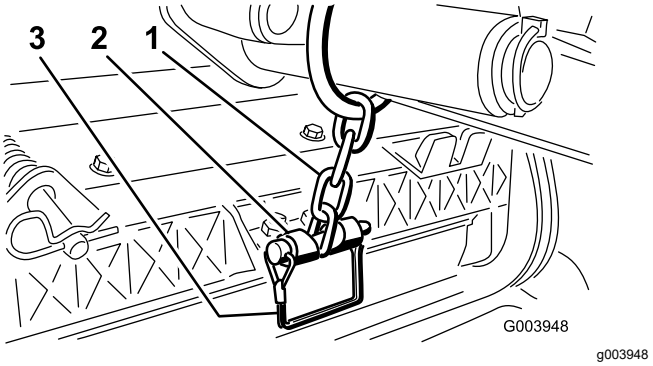

**Figur 12**
**Obs:** Använd skåran om du vill kunna styra klippenheten eller hålet om klippenheten ska låsas fast i ett läge (Figur 12).
14. Fäst lyftarmens kedja på kedjefästet med låsstiftet (Figur 12).